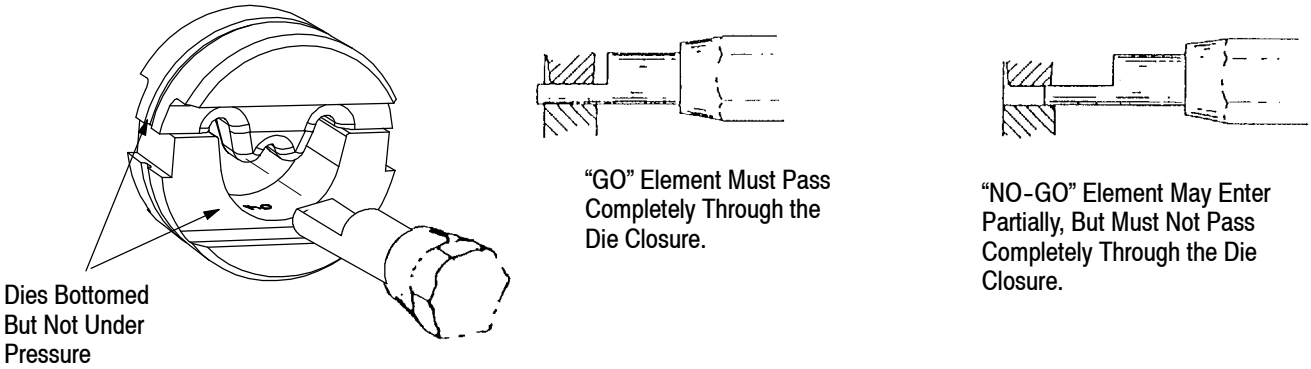

Figure 8
B. Gaging the Crimping Chamber (Figures 8 and 9)